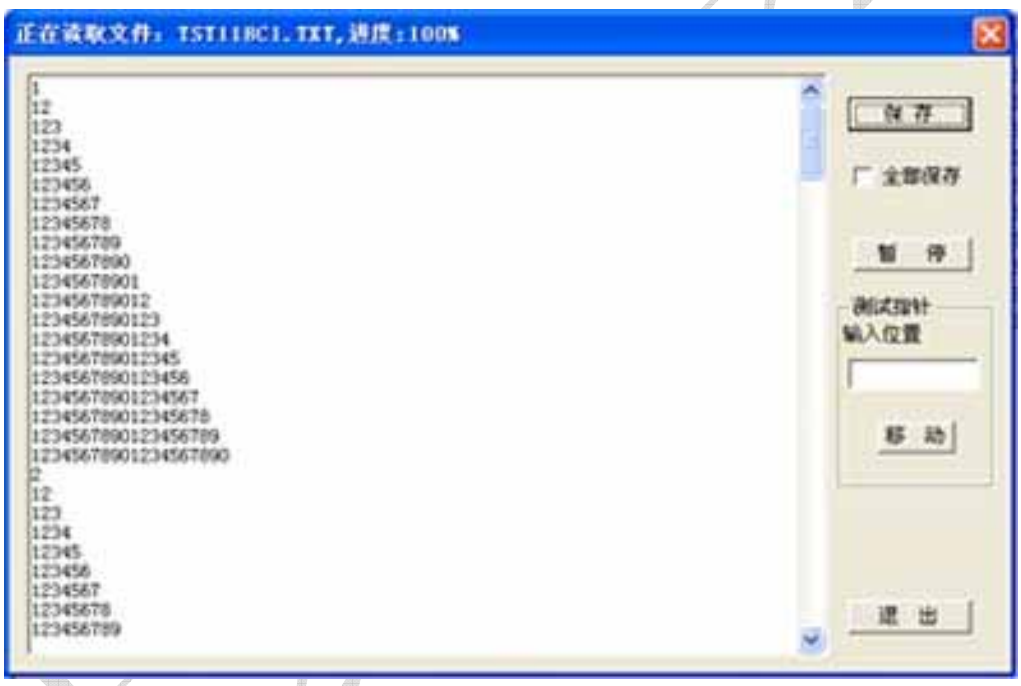

图4-5 打开并读取文件
- ▲ 创建文件：单击工具栏上的新建文件按钮，将弹出新建文件窗口，如图4-5所示，在文本框中填上要建立的文件的文件名、扩展名及属性点击确定，相当于发送USB118R_Creat命令，就会在当前目录下建立此文件，建立文件后可以在文件列表中看到。
▲ 打开文件：在文件列表列出后，可以双击选中的文件或选中文件后单击工具栏上的打开文件按扭，都可以打开文件。此时将弹出一个窗口，用来显示打开后的文件内容，您可以在打开文件完成后修改文件内容，相当于先发送USB118R_Open命令，然后发送USB118R_Read命令。如图4-5所示：